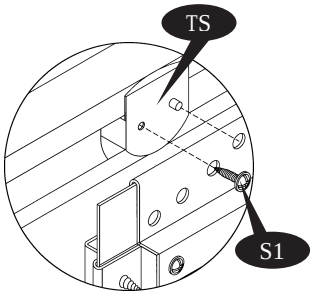

Fig.2
Fix the Door panel top to the top slider (TS) with (S1) screws. See fig. 2 & 3.